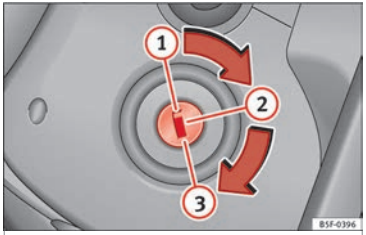

Fig. 177 Ignition key positions.
– Turn the ignition key to position (1) ››› Fig. 177.
– Remove the key from the ignition in position (1) ››› Fig. 177 ››› ⚠.